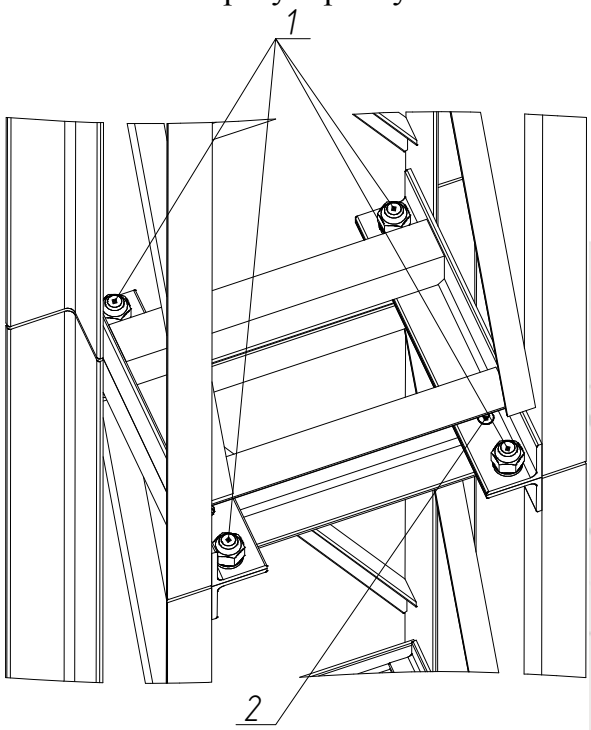

Рис. 17[1] – Соединение секций рядовых
9.3.8. Установить секции рядовые (рис. 17[1]), скрепляя их между собой при помощи болтовых соединений (1):